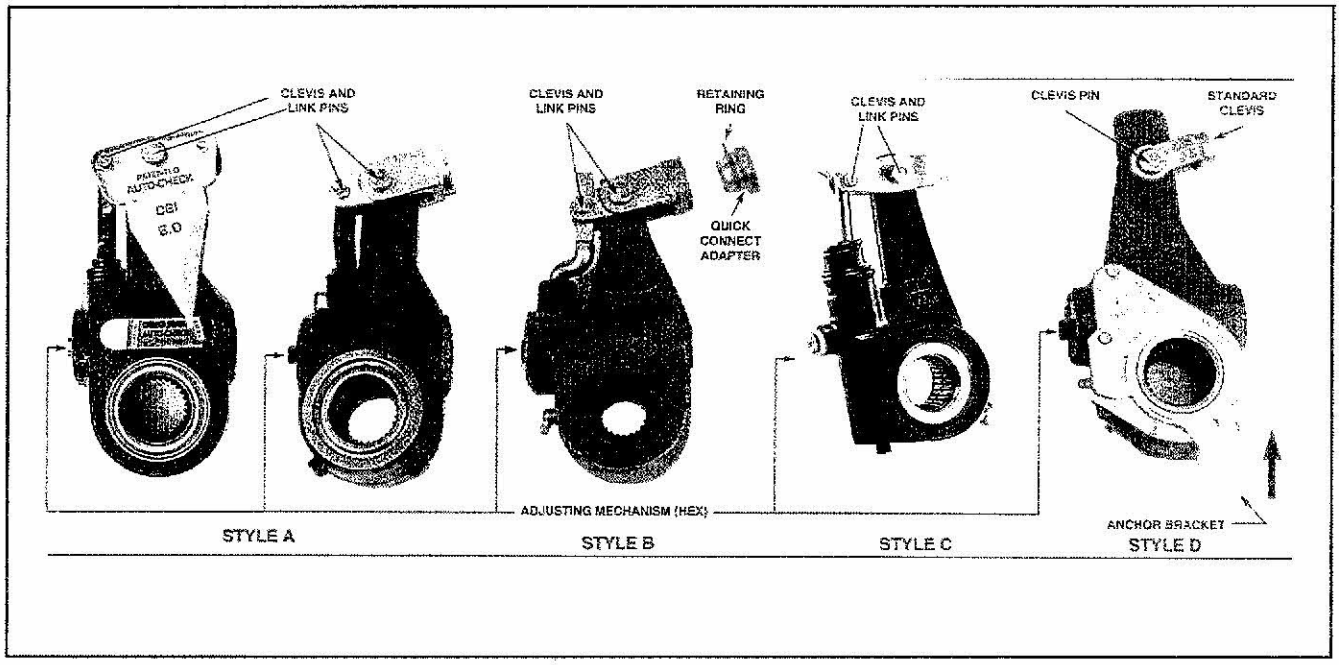

Fig. 2: Self-Adjusting Brake Adjuster Types
1. Remove the clevis and link pins and the anchor bracket nut or pawl, if necessary (see **Fig. 2**).
7A. Rotate the adjusting mechanism to either install a clevis and link pin or to connect the clevis with a quick connect nut (see **Fig. 2**, Styles A, B, and C).
8A. Using the correct gauge or template, (see **Fig. 2**, Styles A, B, and C) check for the proper mounting angle. Adjust the clevis for the correct angle, if necessary.
8B. Make sure the control arm is bottomed out in the direction of the arrow or if the control arm has a pointer, align with the cut-out gap provided (see **Fig. 2**, Style D) and then secure all anchor bracket hardware.
NOTE: If the self-adjusting brake adjuster is equipped with a pawl, remove the pawl for the brake adjustment and then properly reinstall the pawl (see **Fig. 2**, Style C) . Tighten the pawl to 15 - 20 ft.-lbs.
1. Remove the pawl, then rotate the adjusting mechanism at least one complete turn as if backing off the brake adjustment (see **Fig. 2**, Style C). The pawl must be installed properly and tightened to 15 - 20 ft-lbs after backing off the adjuster.
3. Check back-off torque by rotating the adjusting hex as follows (see **Fig. 2**):